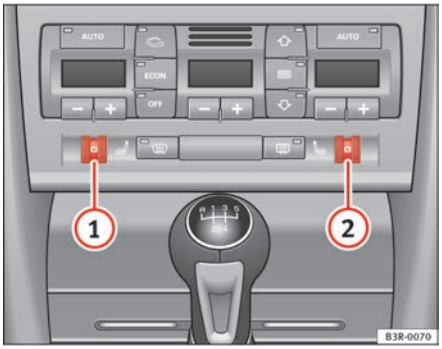

Fig. 144 Detailed view of instrument panel: Thumbwheel controls for seat heating
Turn thumbwheel (1) or (2) ⇒ fig. 144 to switch on and adjust the heating on the left or right front seats.